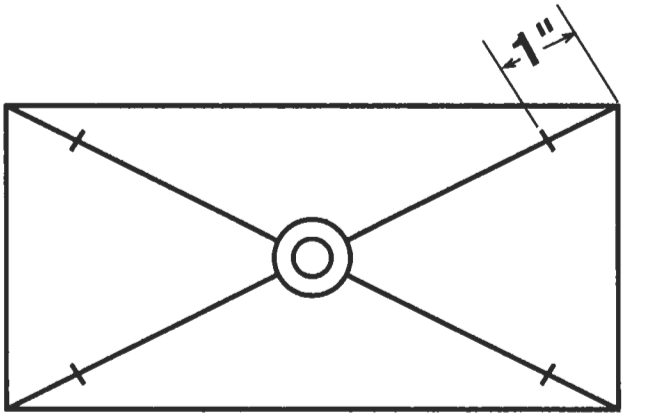

Figure 2
2. Draw an "X" on the bottom of the base from corner to corner. This finds the center of the base. (See figure 2.)
5. On the "X" (see #2 above), measure and mark 1" from each corner. Remember, this is on the bottom of the base. (See Figure 2.)